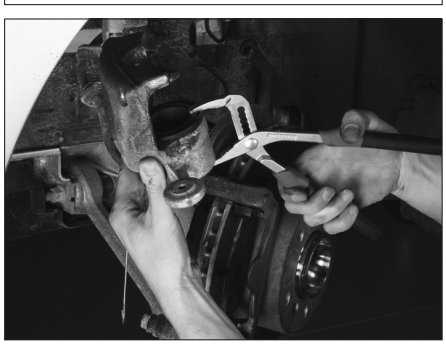

Fig. 3
- Repousser complètement le piston dans l'étrier (à l'aide d'une pince multiprise par exemple) **(Fig.3)**.